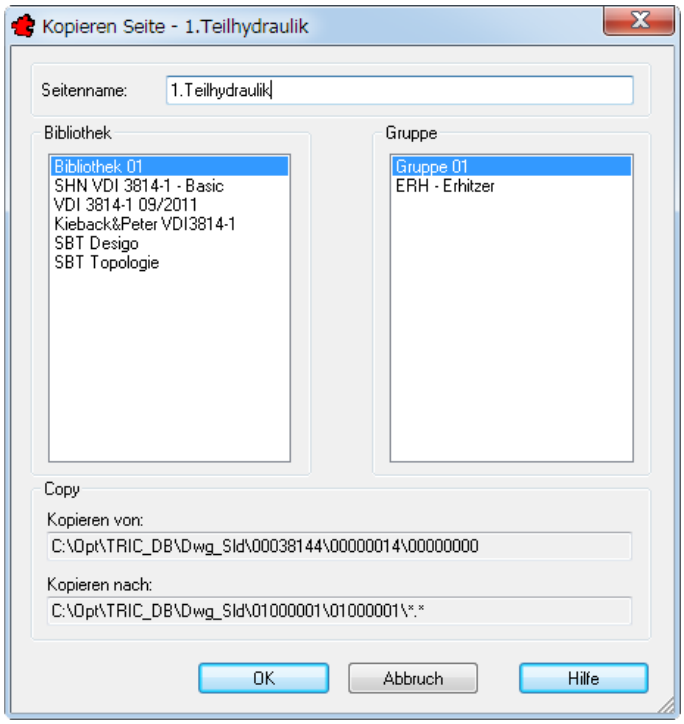

Bild 27.65 – Seite kopieren, Auswahl der Ziel-Bibliothek
- Hierauf erscheint die Dialogbox *Kopieren Seite <Seitenname>* mit den verfügbaren Ziel-bibliotheken zur Linken und den Ziel-Gruppen im Listenfeld rechts (Abb. 27.65).